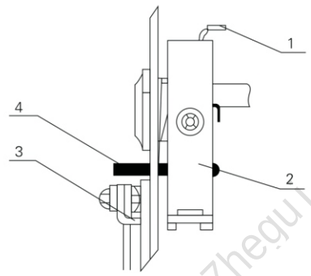
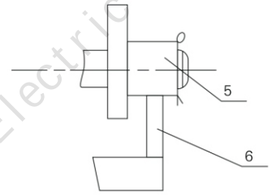

图3
图4
Выключатель может обеспечить полную функциональность защиты от ошибок. (См. Рисунок 3, Рисунок 4)
- После замыкания ручного выключателя в рабочем или испытательном положении штифтовая ось 5 нажимает на блокировочную пластину 6 механизма продвижения, что не позволяет перемещать ручной выключатель и предотвращает продвижение или извлечение в зоне нагрузки в состоянии замыкания. (см. рисунок 4)